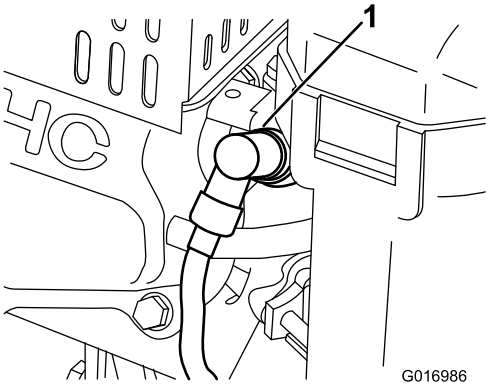

Figur 30
1. Trekk den støpte kabelen av tennpluggen (Figur 30).